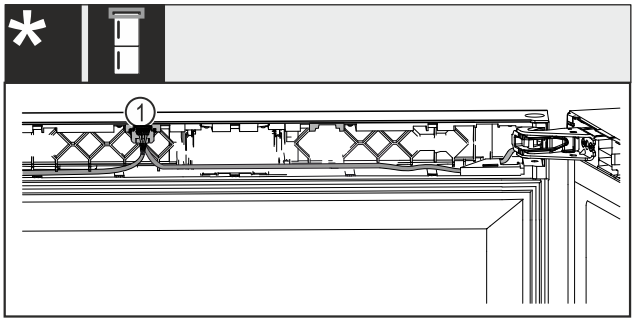

*Fig. 64 Wine-freezer combinations**
▶ Snap the plug *Fig. 64 (1)* into the guide.*